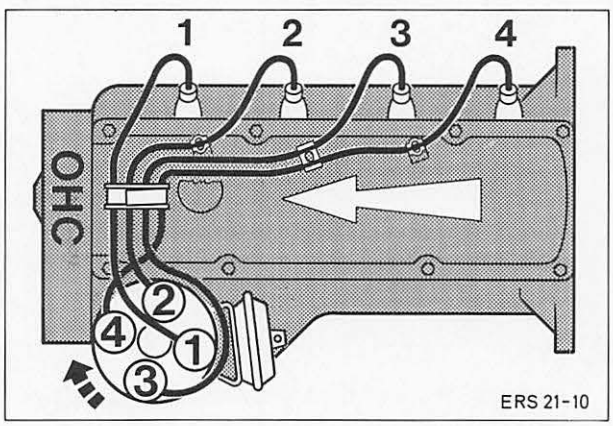

Abb. 232 Zündkabelanordnung (Zündfolge)
5. Zündkabel aufstecken, Abb. 232, und Ansauggeräuschdämpfer montieren.